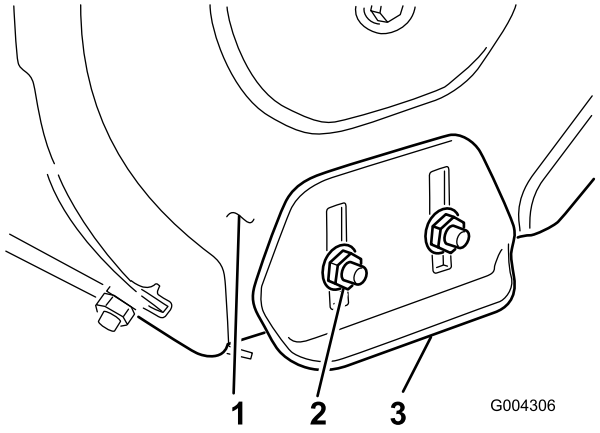

Figur 21
3. Lossa de fyra flänsmuttrarna som håller fast medarna på matarskruvens sidoplattor (Figur 21), tills medarna enkelt kan flyttas uppåt och nedåt.
8. Dra åt de fyra flänsmuttrarna som håller fast medarna på matarskruvens sidoplattor (Figur 21).